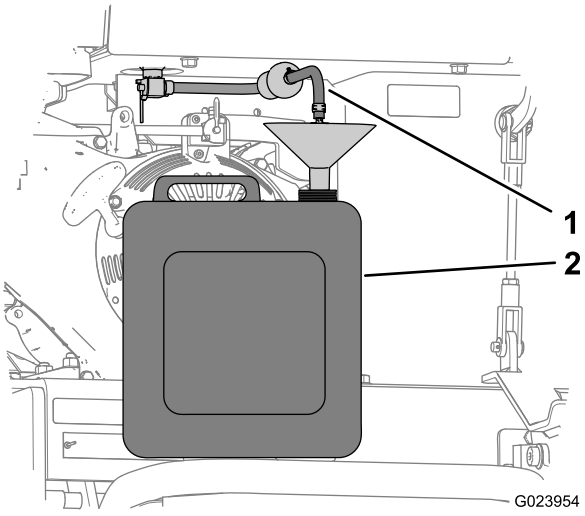

Figure 4
6. Placez le flexible dans un bidon de carburant homologué de 26,5 l (7 gallons américains) de capacité (Figure 4).